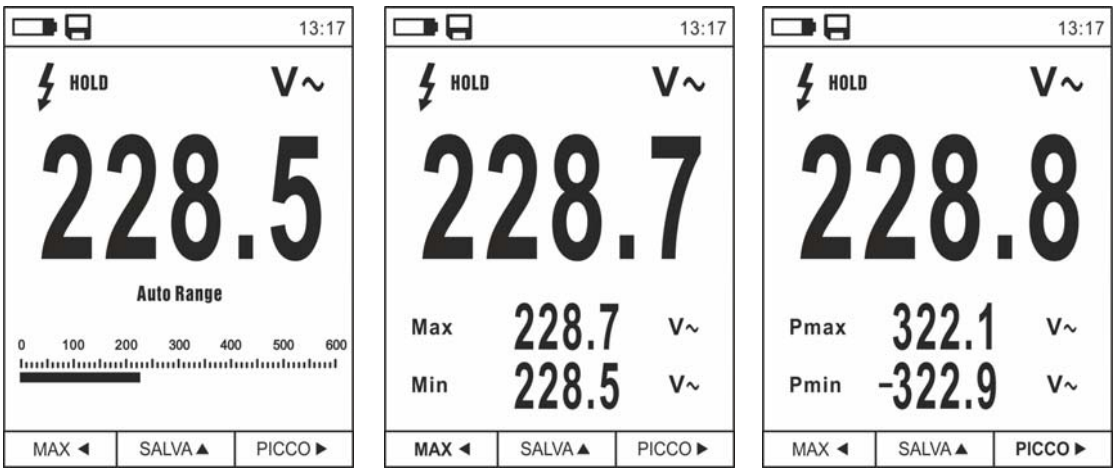

Fig. 9: Misura MAX/MIN e PICCO
1. Premere il tasto **MAX ◄** per entrare nella misura dei valori MAX e MIN della grandezza in esame (vedere Fig. 9 – parte centrale). I simboli “MAX” e “MIN” sono mostrati a display
6. Premere il tasto **PICCO ►** per entrare nella misura dei valori di Picco della grandezza in esame (vedere Fig. 9 – parte destra). I simboli “Pmax” e “Pmin” sono mostrati a display e i valori sono aggiornati con le stesse modalità della funzione MAX/MIN